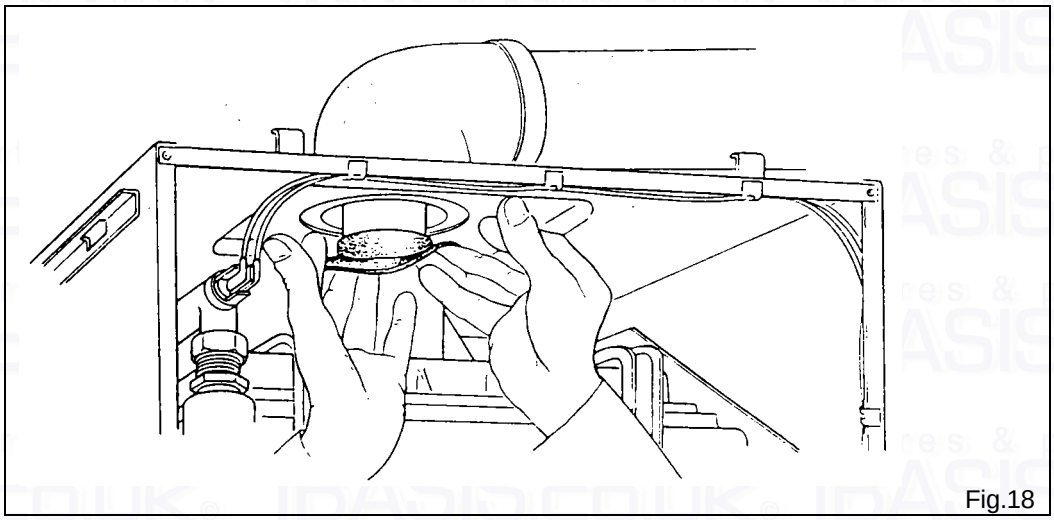

Fig.18
10) Fold back flue sealing gaiter between the flue hood and flue elbow. Fig.18.